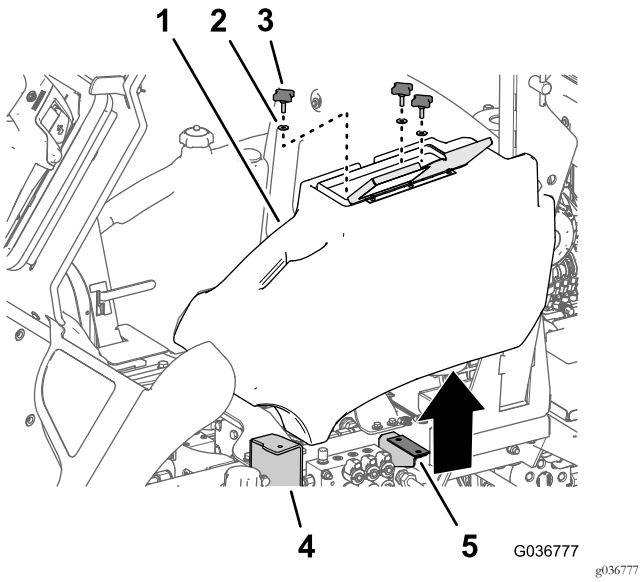

Figure 7
1. Ouvrez le couvercle du bac de rangement (Figure 7).
2. Desserrez et retirez les 3 boutons et les 3 rondelles qui fixent le bac de rangement au bord du marchepied et au support (Figure 7).